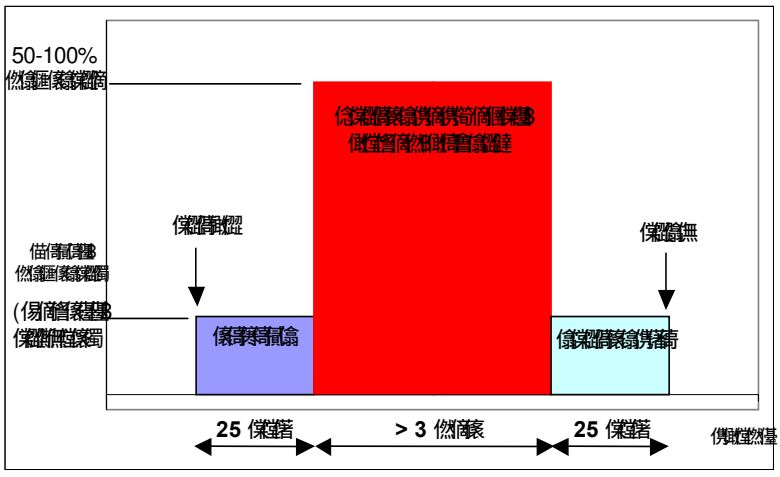

Рисунок 3-Z: Запуск и остановка компрессора;
В конфигурации с 4 шагами золотниковый клапан автоматически возвращается в положение минимальной производительности после остановки компрессора. Фактически из-за разницы давлений масло может вытекать из цилиндра в картер через трубу, обозначенную номером 20, см. Рисунок 3-A, или через трубу, обозначенную цифрами 3 и 4 для компрессоров 255/285/305 / 755/785/885/985, см. Рисунок 3-B. Поэтому компрессор может запуститься снова с минимальной мощностью. В бесконечной конфигурации, с другой стороны, эта труба закрыта электромагнитным клапаном (19), см. Рисунок 3-N, который обычно закрыт (или электромагнитным клапаном (16) в моделях 255/285/305 / 755/785/885/985, см. Рисунок 3-O). Следовательно, если на электромагнитный клапан (14) не подается питание перед остановкой, масло не может вытекать из цилиндра, и в результате компрессор не выходит из строя.
По этой причине, чтобы остановить и перезапустить компрессор с шагом минимальной мощности, клапан (14) должен быть включен примерно на 25 секунд перед выключением компрессора, см. Рисунок 3-Z. Кроме того, клапан (14) должен оставаться под напряжением во время периодов простоя компрессора. Процедура запуска и остановки, показанная на рисунке 3-Z, должна соблюдаться для всех винтовых компрессоров, как в ступенчатом, так и в бесступенчатом исполнении, поскольку это позволяет избежать шумного останова из-за временного обратного вращения с высоким массовым расходом.